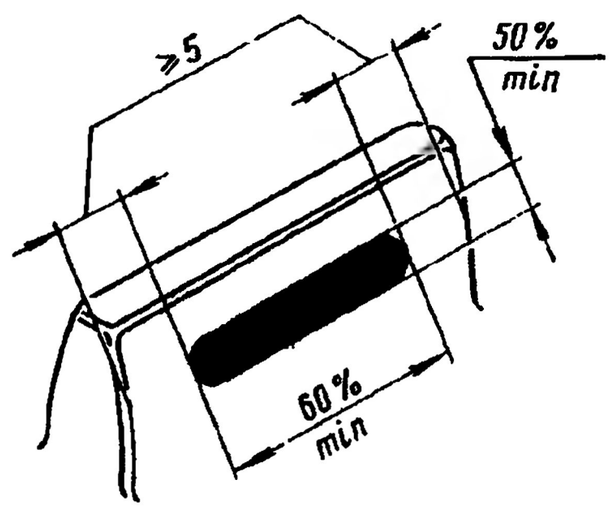

Рис. 156. Расположение пятна контакта
4. При установке зубчатых колес из запасных частей парные зубчатые колеса скомплектуйте по пятну контакта в соответствии с рис. 156.